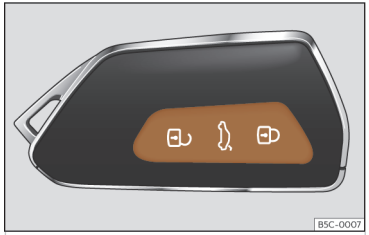

Abb. 75 Funkschlüssel: Tasten
- Verriegeln: Drücken Sie die Taste 🔒 ››› **(Abb. 75)**.